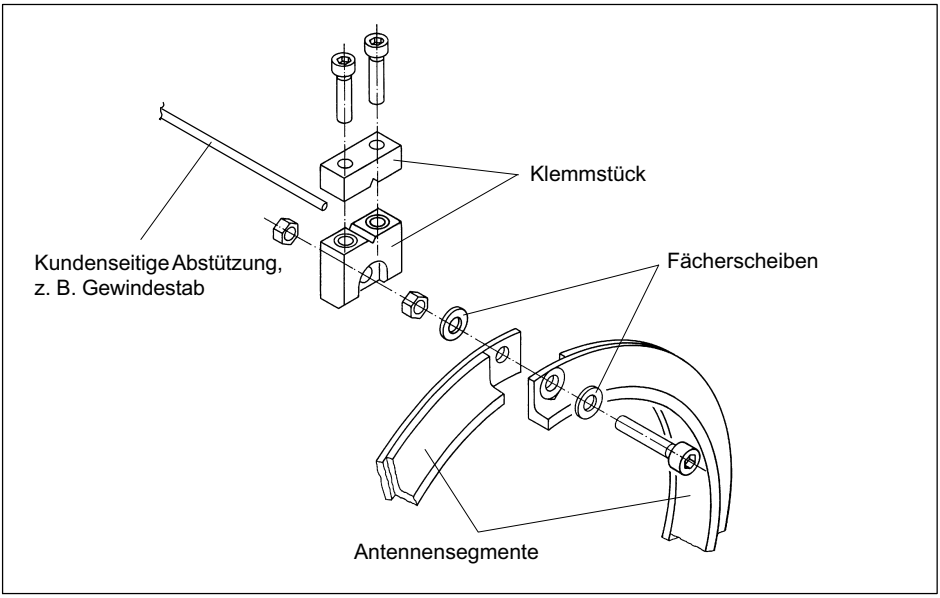

Abb. 5.6 Montage des Klemmstücks
2. Befestigen Sie das Klemmstück mit der beigelegten Verschraubung nach *Abb. 5.6*. Verwenden Sie unbedingt die neuen Fächerscheiben!